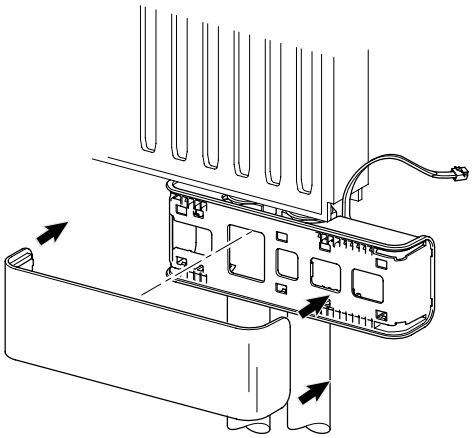

Fig. 18-6: Oberteil des Geniax Design Abdeckung L für Pumpe/Adapter H-Durchgang/H-Winkel
- Das Oberteil des Geniax Design Abdeckung L für Pumpe/Adapter H-Durchgang/H-Winkel gemäß Fig. 18-6 auf das Unterteil aufstecken.